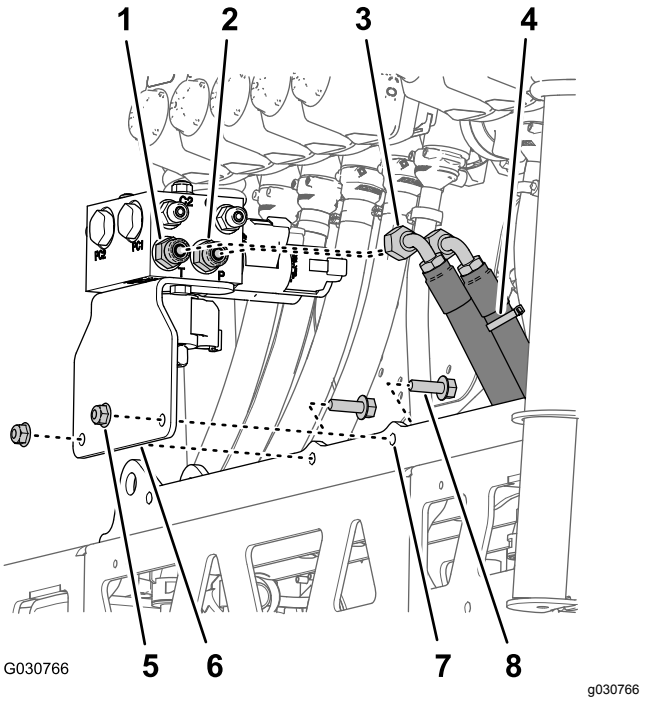

Figur 127
1. Rikta in hålen i stödfästet till sprutrampslyftens grenrör som du tog bort i steg 3 i Ta bort lyftcylinderns grenrör och stödfästet (sida 36) med cylinderfästet på den nya centersprutrampssektionen (Figur 127).
2. Montera stödfästet på cylinderfästet (Figur 127) med de två flänsskruvar (5/16 x 1 tum) och flänslåsmuttrar (5/16 tum) som du tog bort i steg 3 i Ta bort lyftcylinderns grenrör och stödfästet (sida 36).
4. Montera hydraultryckslangen (märkt med ett kabelband) på port P på sprutrampslyftens grenrör (Figur 127).
5. Montera hydraulreturslangen på port T på sprutrampslyftens grenrör (Figur 127).